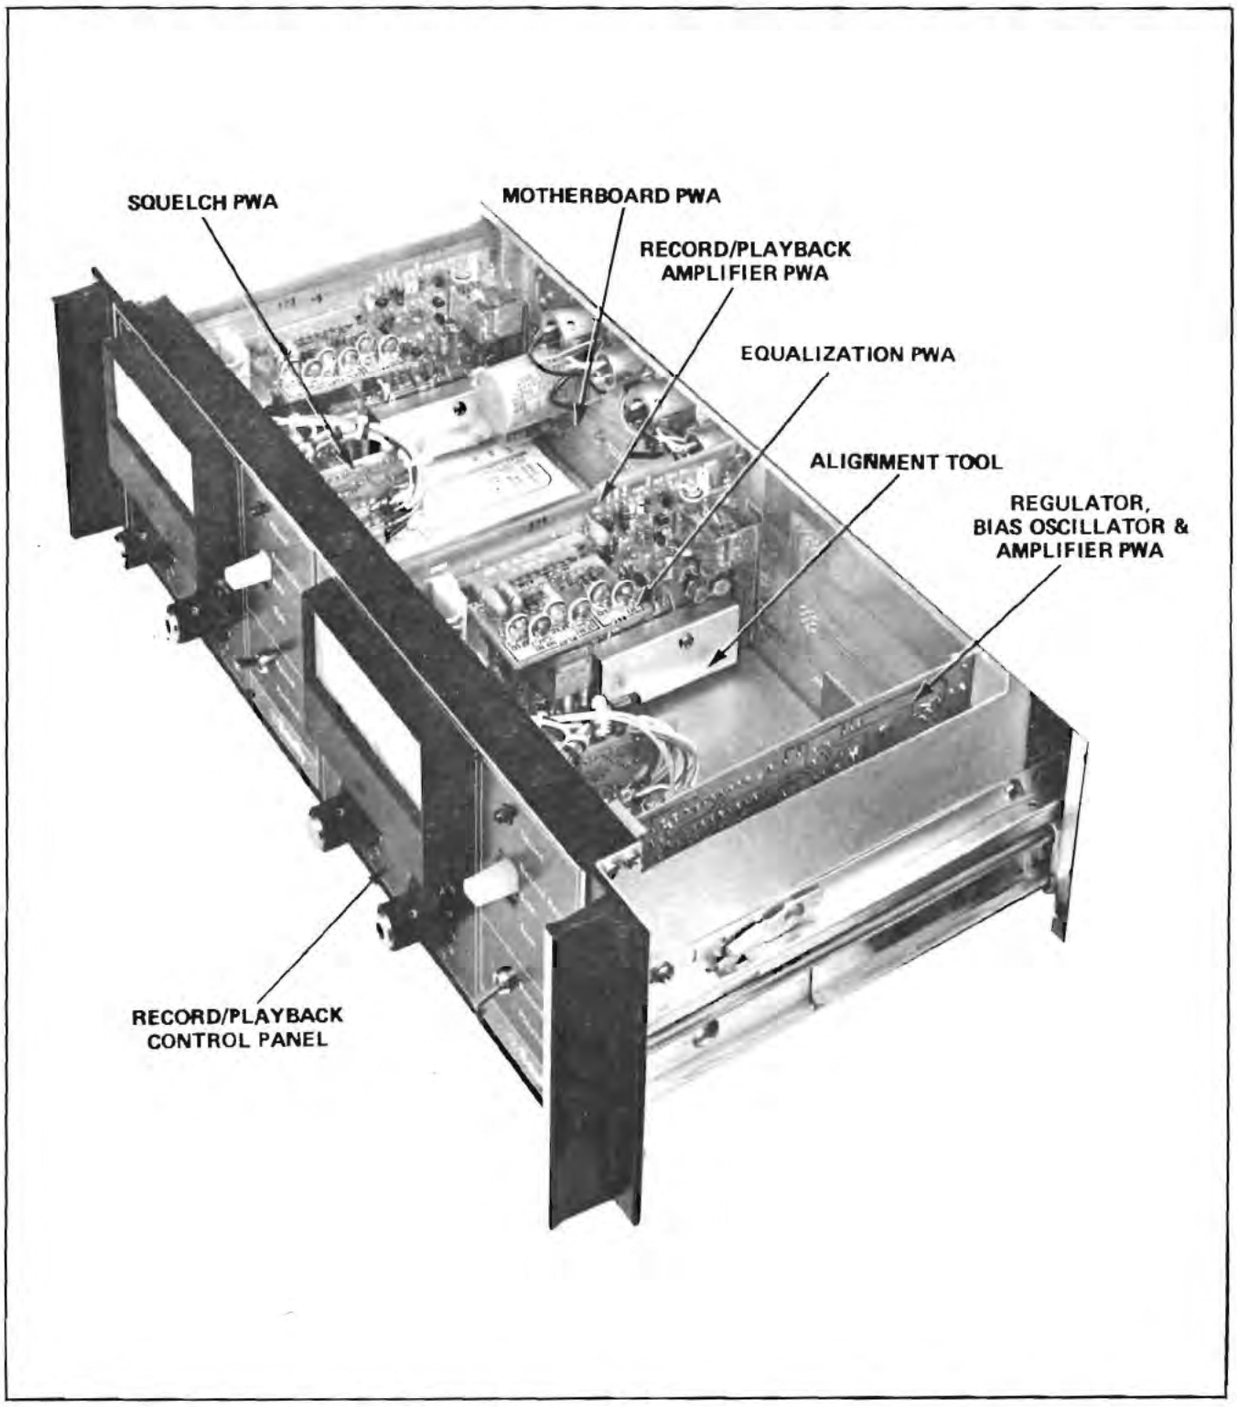

Figure 7-12. Electronics Assembly, Top View
C. Open the electronics drawer for access to calibration adjustments (Figure 7-12).